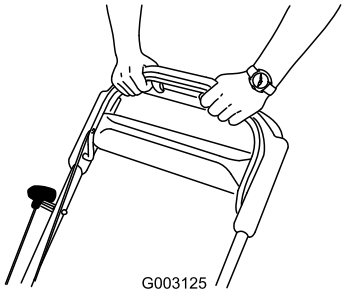

Figuur 17
3. Houd de bedieningsstang van het maaimes tegen de handgreep (Figuur 17).